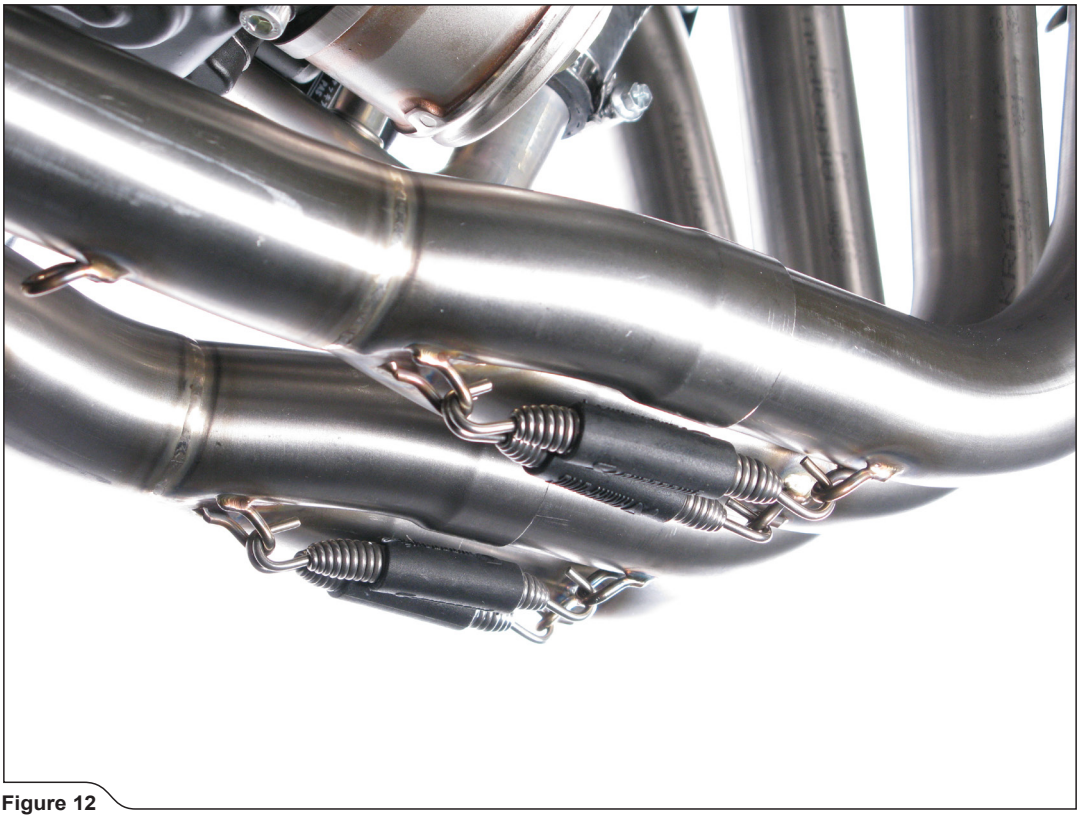

Figure 12
4. **For Akrapovič Racing only:** slide the collectors onto the header tubes (make sure they are correctly oriented) and attach the springs **(Figure 12).**